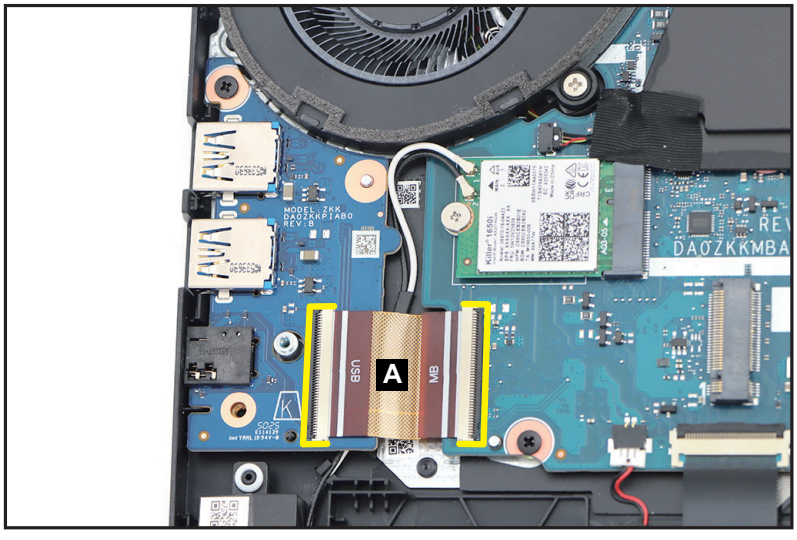

Figure 1-34. USB Board Removal
1. Disconnect the USB board FFC (A) from the USB board and mainboard connectors (Figure 1-34). Remove the USB board FFC.